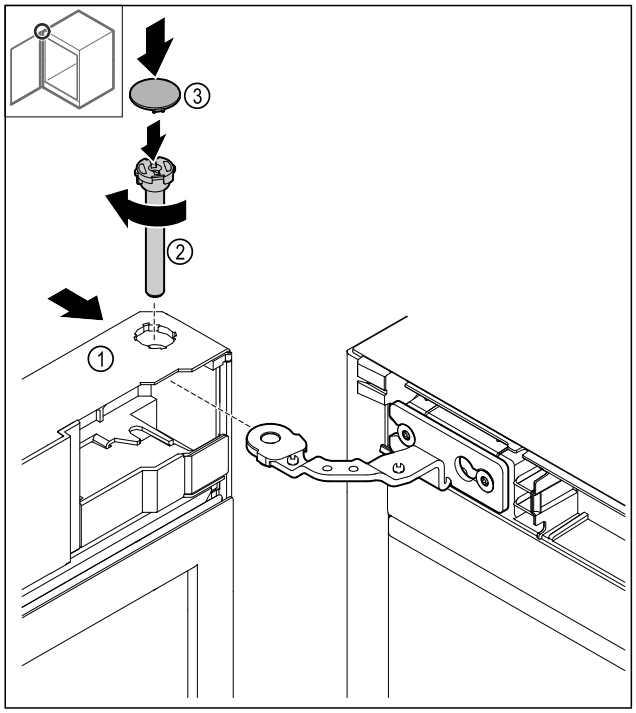

Fig. 47
- ▶ Glisați ușa *Fig. 47 (1)* sus pe balama.
- ▶ Introduceți bolțul *Fig. 47 (2)* și strângeți-l ferm în sens orar.
- ▶ Așezați capacul *Fig. 47 (4)*.